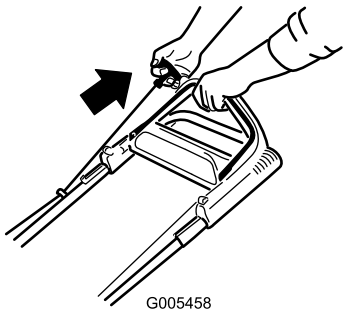

Figuur 13
2. Trek het startkoord uit (Figuur 13).